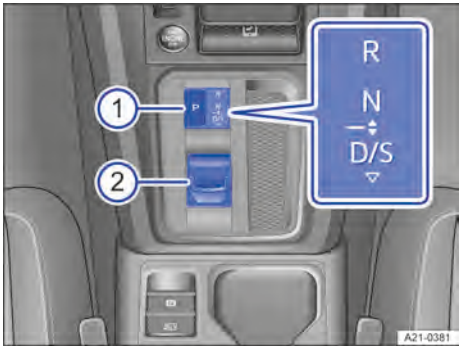

Fig. 111 En la consola central: palanca selectora de la caja de cambios automática con tecla para el bloqueo de aparcamiento.
3. Empuje la palanca selectora en la dirección deseada → Fig. 111 ②.
Para engranar el bloqueo de aparcamiento, pulse la tecla **P** → Fig. 111 ①.